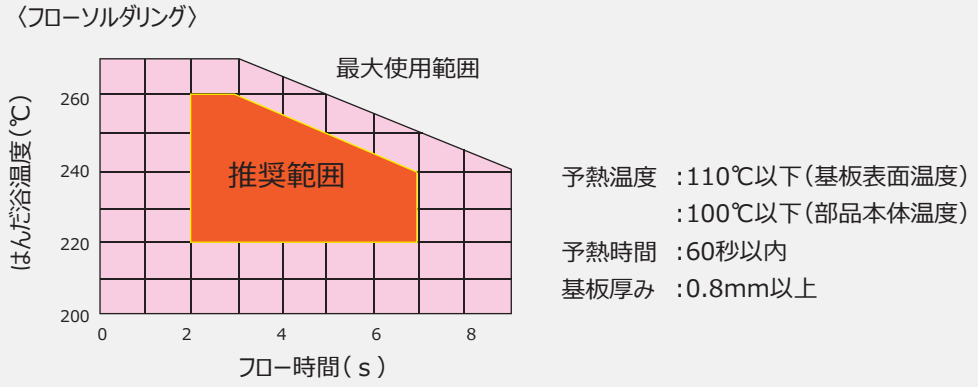

図4-1
②フローソルダリング
b. はんだ付けは製品本体温度100℃60s以内、ピーク105℃以下で行ってください。推奨条件を図4-1に示します。ただし規定範囲内でも基板ｻｲｽﾞや周囲部品との関係により製品温度が想定以上に上昇する場合があるため製品本体温度を確認することを推奨します。